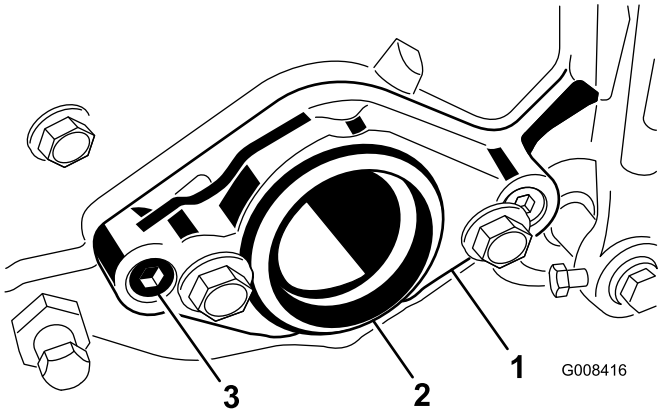

Рисунок 3
6. Выверните два винта с внутренним шестигранником, которые крепят монтажную опору двигателя к правому концу режущего блока, и снимите монтажную опору двигателя (Рисунок 3).